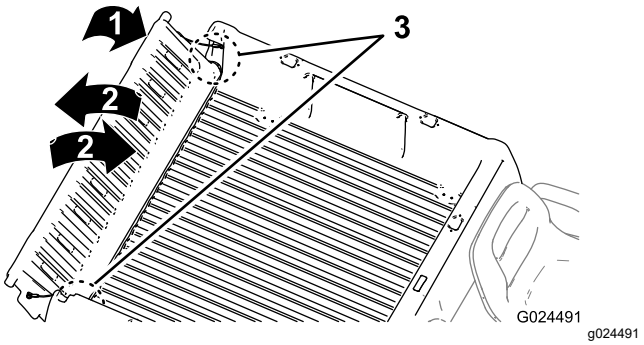

**Figuur 17**
2. Draai de achterlaadklep ongeveer in de 45°-stand (Figuur 17).
3. Beweeg de achterlaadklep enkele keren heen en weer met korte, schokkende bewegingen (Figuur 17).